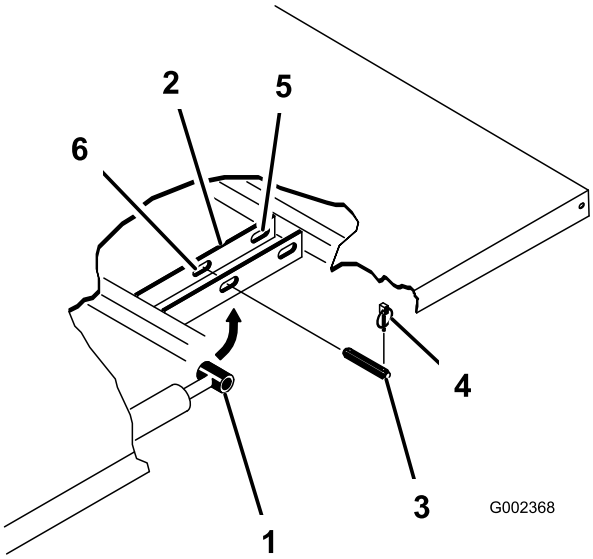

Figura 32
3. Rimuovete gli acciarini dalle estremità esterne dei perni con testa dell'asta del cilindro (Figura 32).
4. Rimuovete i perni con testa che fissano le estremità dell'asta del cilindro alle piastre di fissaggio del pianale, premendoli verso l'interno (Figura 32).
5. Rimuovete gli acciarini ed i perni con testa che fissano le staffe orientabili ai profilati del telaio (Figura 32)